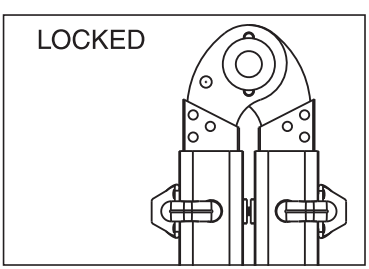

Figure 4
3) While holding the inner ladder section with one hand, lock the 4 “J” locks by rotating them into the locked position (See Figure 4).